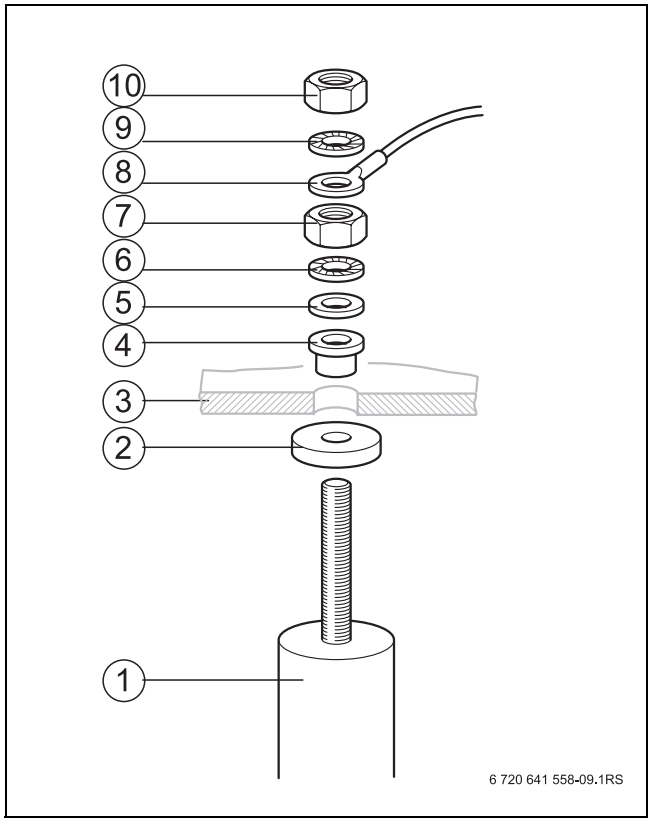

Рис. 14 Замена магниевого анода
- Установите ушко заземляющего провода (→ рис. 14, стр. 16, [8]) и затяните гайку с зубчатой шайбой.